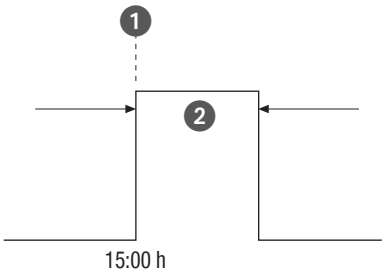

Fig. 31: Conexión por impulso
- (Fig. 31/❶) Hora de inicio
- (Fig. 31/❷) Duración = conexión ON